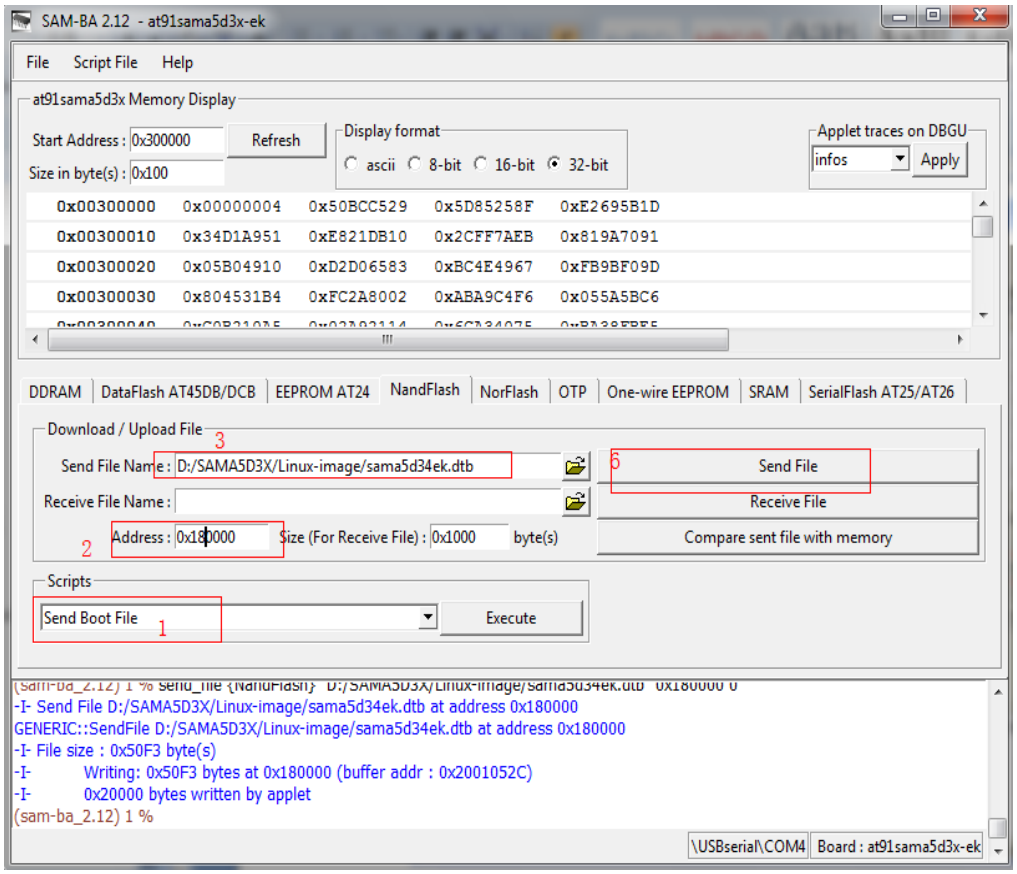

Figure 3-14
⑦ Download [sama5d3xek.dtb] to 0x0018 0000. Refer to figure 3-14: